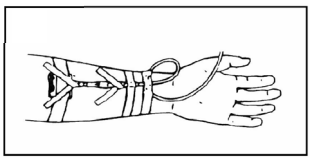

図 5
9. カニューラ及び血液回路等の延長チューブをテープ等で十分に固定する。(図 5)